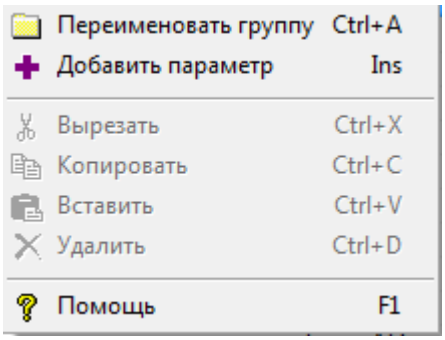

Рисунок 4.25 – Редактирование групп
- в контекстном меню (Рисунок 4.25) выбрать пункт «Переименовать группу»;